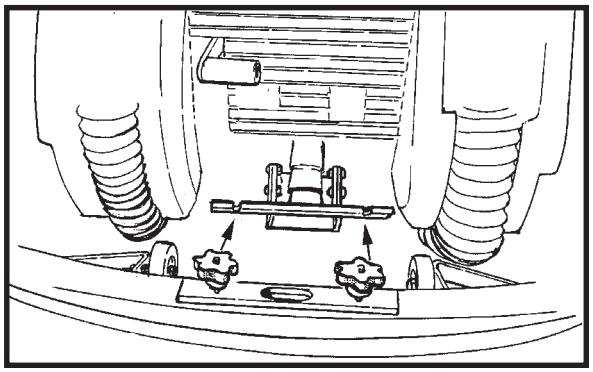

Abbildung 7
1. Die beiden Befestigungsgriffe der Wischereinheit lösen und den Wischer entfernen. (Abb. 7).